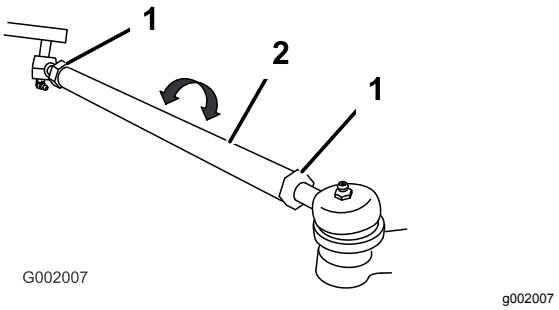

**Figuur 46**
5. Als deze afstand buiten het gespecificeerde bereik valt, moet u de contramoeren aan beide uiteinden van de trekstangen losdraaien (Figuur 46).